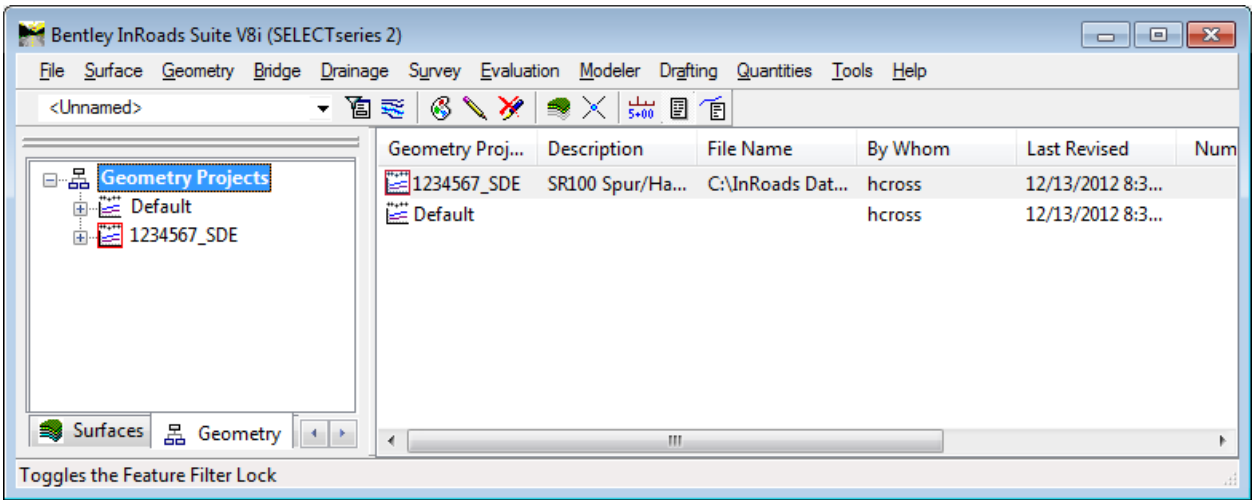

Figure L2-2 Main InRoads Window
- Verify your view matches that shown in *Figure L2-2* and that the **Geometry** tab is the active tab showing the Geometry Projects.